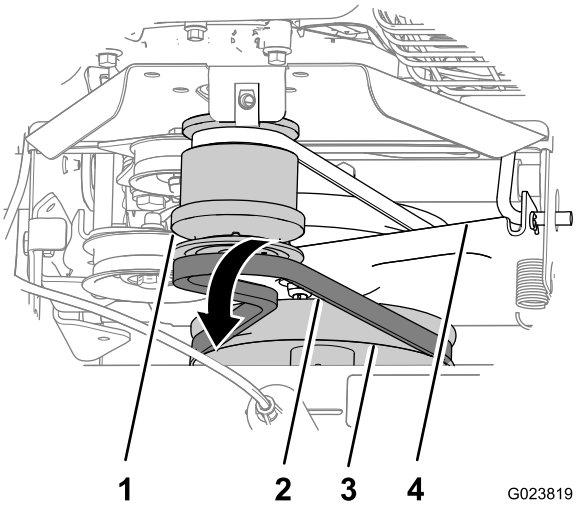

Figur 40
3. Dra remmen framåt över den främre skåran i motorremskivan (Figur 40).
4. Dra av remmen från borstens växellådsskiva, flytta remmen bakåt mellan remskivan och hjuldrivningsfästet och ta sedan bort remmen från maskinen (Figur 40).
1. Placera den nya remmen mellan remskivan och hjuldrivningsfästet (Figur 40).
2. För in remmen i skåran längst ner på borstens växellådsskiva (Figur 40).
3. För in remmen i den främre skåran på motorremskivan (Figur 40).